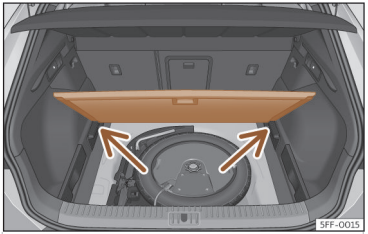

Fig. 180 Suelo variable del maletero: posición inclinada.
- Apoye el piso sobre los alojamientos previstos para tal uso ››› **fig. 180** (flechas).